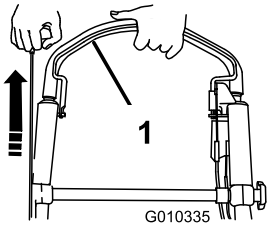

Figuur 13
2. Houd de bedieningsstang van het maaimes tegen de hendel en trek aan het startkoord (Figuur 13).